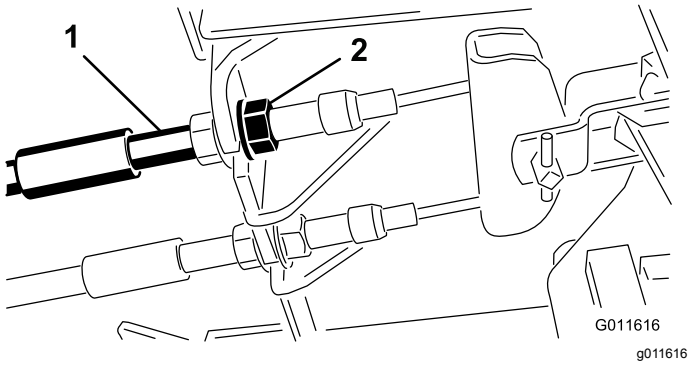

Figuur 61
1. Om de speling op de rempedalen te verkleinen, draait u de remmen vast. Draai hiervoor de voorste moer op het draadeinde van de remkabel los (Figuur 61).